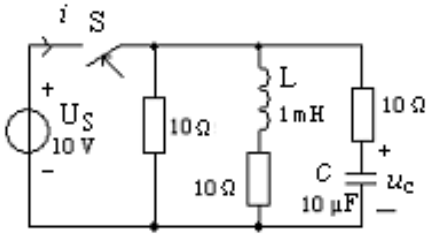

图 3
3. 在图 3 所示电路中，开关 S 在 t=0 瞬间闭合，若 $u_C(0_-) = 0$ V，则 $i(0_+) =$（）。